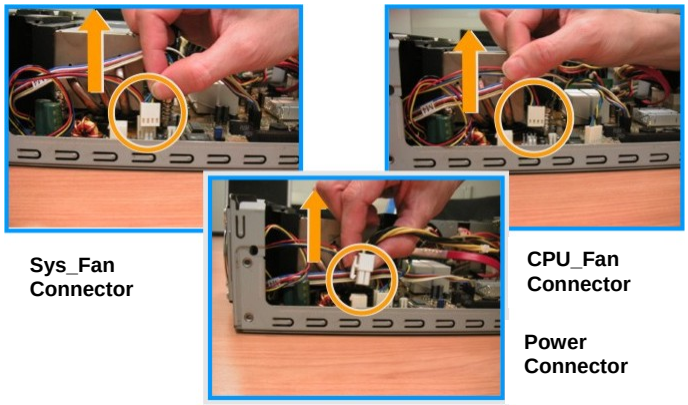

Figure 9.1
i. Remove the CPU heat sink before removing the CPU. To remove the CPU heat sink from the main body, you must first disconnect the Power connector, CPU front fan and rear fan connectors, as shown in Figure 9.1.